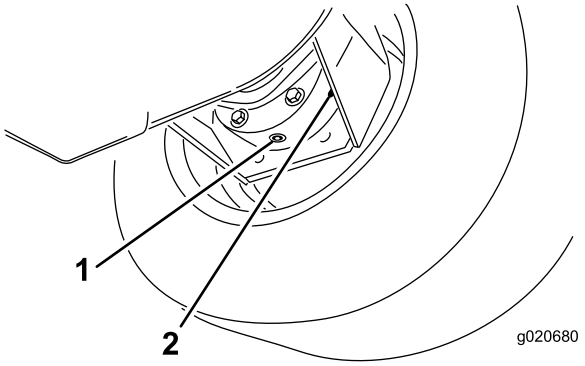

Figuur 59
3. Plaats een opvangbak onder de remkast, verwijder de aftapplug en laat de olie in de bak lopen (Figuur 59).